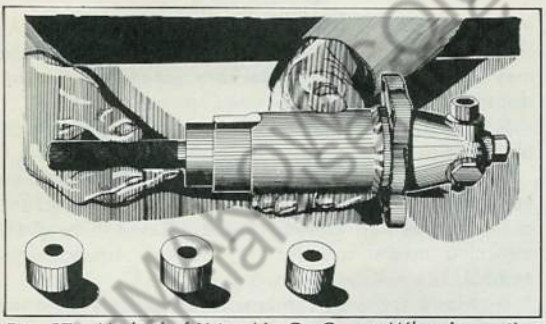

Fig. 27 Method of Using No-Go Gauge When Inspecting Master and Wheel Cylinders
3. Try No-Go gauge as shown in Fig. 27, using collar of correct diameter for cylinder. No-Go gauge is slightly larger than maximum allowable diameter at which cups will operate satisfactorily. Therefore, if gauge will enter bore, cylinder must be discarded and new part installed.